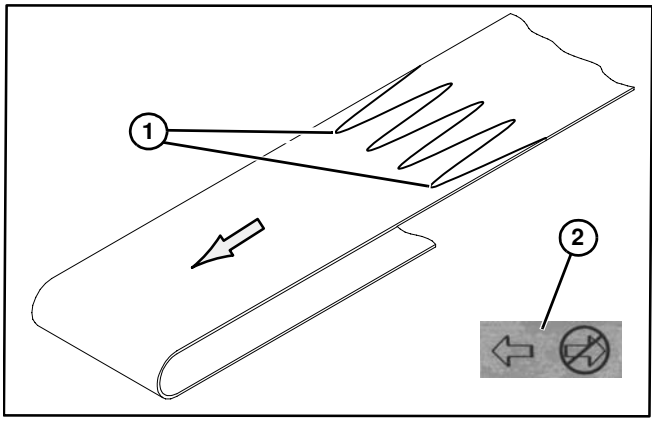

Abbildung 45
1. Band so ausrichten, dass die Finger, welche die äußere führen **(Abbildung 45, Teil 1)**, in Transportrichtung des Bands (von Richtungsetikett auf Förderband angegeben) **(Abbildung 45, Teil 2)** zeigen.
2. Band so ausrichten, dass die Finger, welche die Verbindung führen **(Abbildung 45, Teil 1)**, in Transportrichtung des Bands (von Richtungsetikett auf Förderband angegeben) **(Abbildung 45, Teil 2)** zeigen.